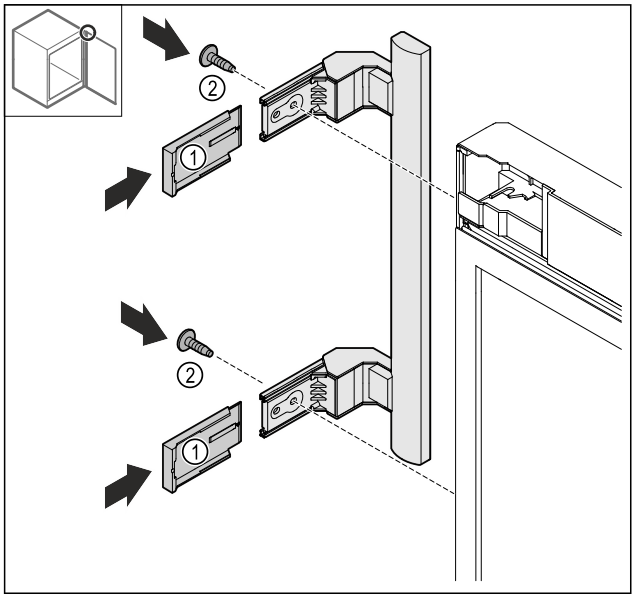

Fig. 21
- ▶ Abdeckungen *Fig. 21 (1)* aufschieben.